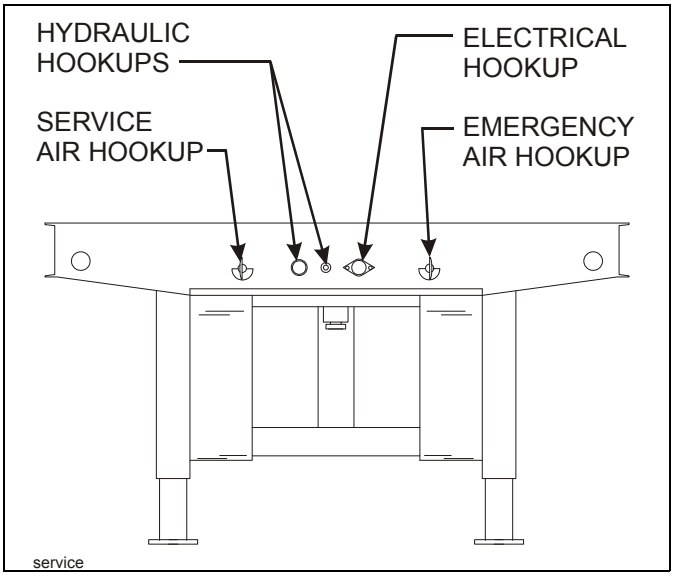

Figure 3-3: Service Hookups
3. Connect the service and emergency air hoses of the towing vehicle to their respective gladhand on the front of the semitrailer; red emergency line to the gladhand with the **"EMERGENCY"** tag, and the blue service line to the gladhand with the **"SERVICE"** tag **(See Figure 3-3.)** Chock the semitrailer wheels before activating the semitrailer air supply valve in the towing vehicle. Set the parking brakes.
1. Connect the towing vehicle 7-pole electrical plug to the electrical receptacle on the front of the semitrailer **(See Figure 3-3.)**